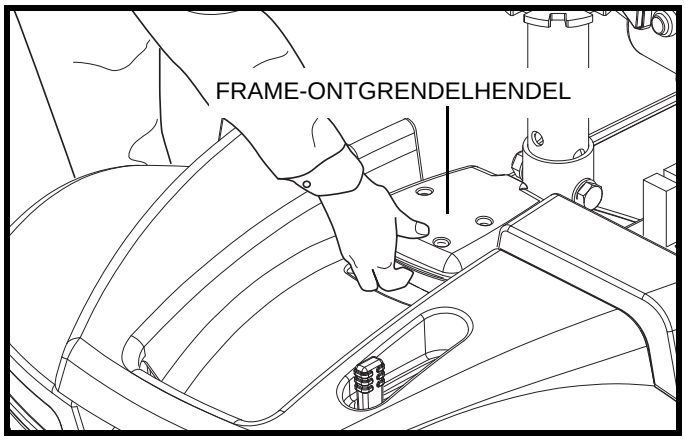

**Figuur 23. Frame-ontgrendelhendel**
3. Pak de frame-ontgrendelhendel vast en til hem omhoog. **Zie figuur 23**.